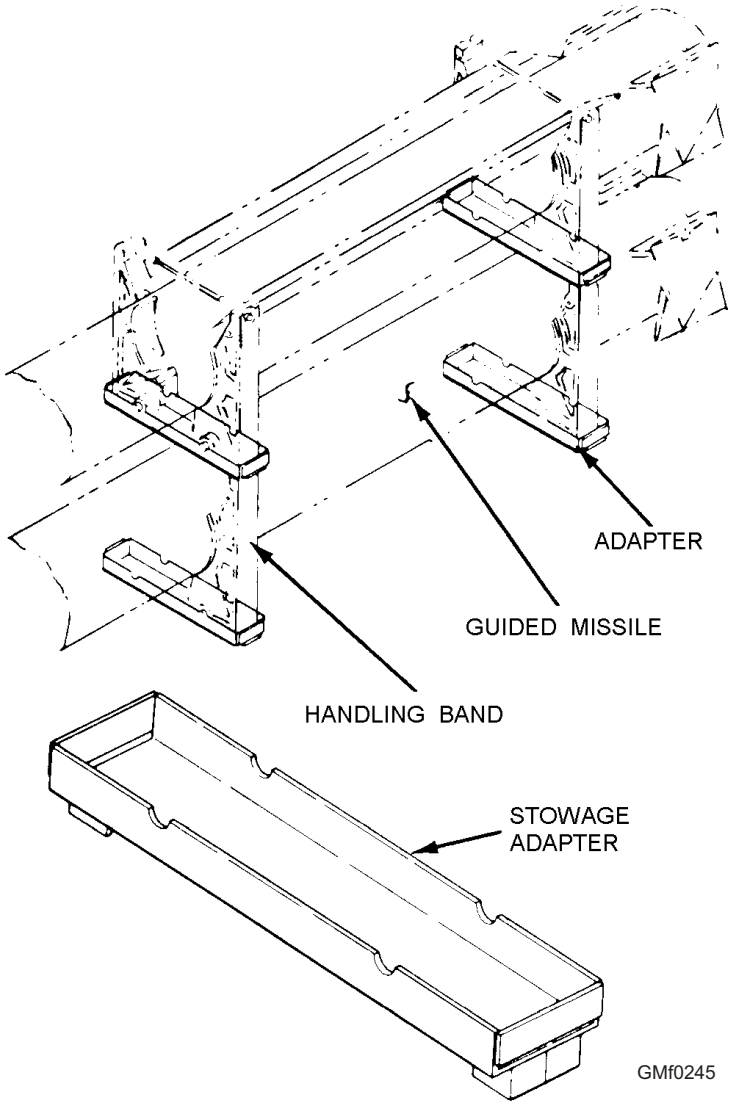

**Figure 2-45.—Mk 100 guided missile stowage adapter.**
**GUIDED MISSILE STOWAGE ADAPTER.**—The Mk 100 guided missile stowage adapter is shown in figure 2-45. It is a simple aluminum alloy weldment that fits along the top and bottom of a handling band. The adapter adds support to the bands when missiles are stacked as shown in the figure. The Mk 100 stowage adapter is normally used when Mk 20 stowage cradles are not available.